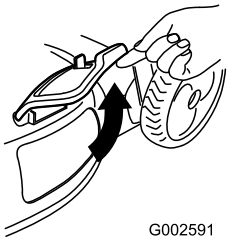

Figur 29
2. Løft sideudblæsningspladen for at åbne den (Figur 29).